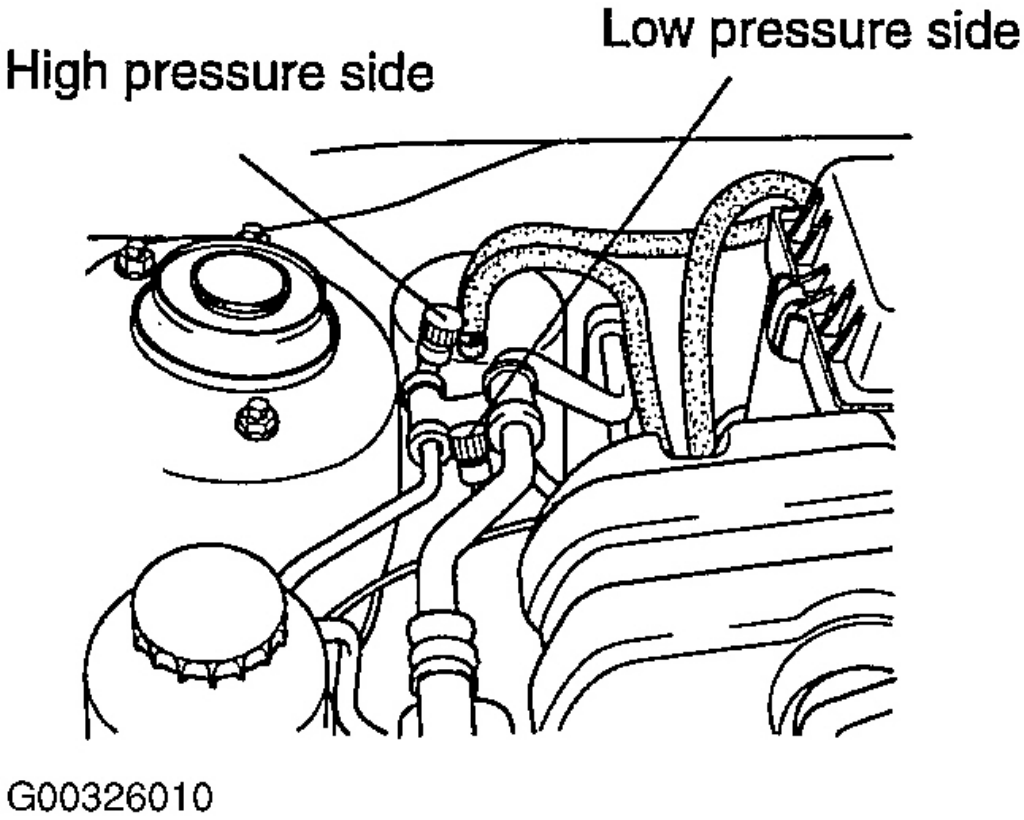

Fig. 12: Identificación de High & Low Puertos de conexión de presión
Conectar a / reciclaje / Sistema de carga de R-134a de recuperación de refrigerante al puerto de servicio de alta presión y el puerto de servicio de baja presión, como se muestra en la figura, siguiendo las instrucciones del fabricante del equipo. Ver La Fig. 12 . Añadir la misma cantidad de aceite nuevo refrigerante al sistema que se ha eliminado durante la recuperación. Utilice el aceite refrigerante especificado.
1. Conectar a / reciclaje / Sistema de carga de R-134a de recuperación de refrigerante al puerto de servicio de alta presión y el puerto de servicio de baja presión, como se muestra en la figura, siguiendo las instrucciones del fabricante del equipo. Ver La Fig. 12 .